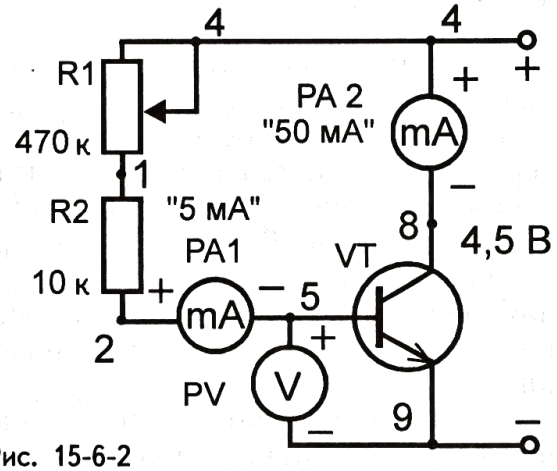

Рис. 15-6-2
1. Соберите схему по рис. 15-6-2. Напряжение смещения между базой и эмиттером измеряется вольтметром.